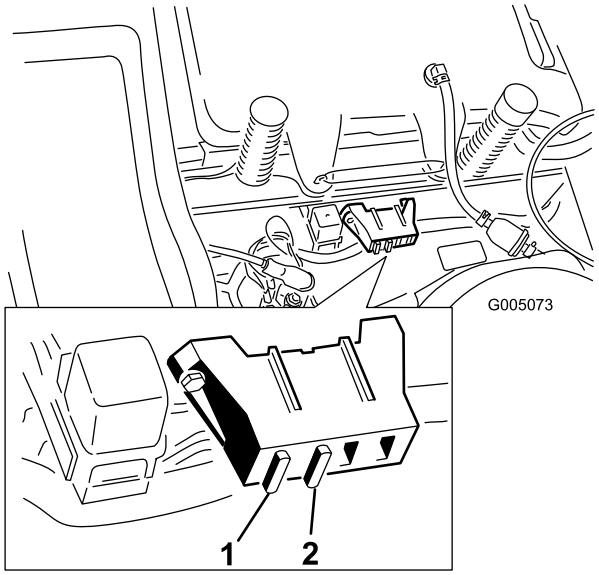

Figura 40
1. Alzate il sedile per accedere al portafusibili (Figura 40).
2. Per sostituire un fusibile, tiratelo (Figura 40) ed estraetelo dall'attacco.